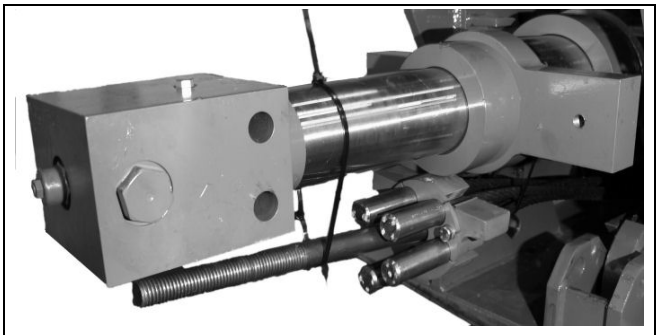

FIGURA 4-67
12. Fije el conjunto de anclaje de cable de extensión al cilindro telescópico (Figura 4-67).